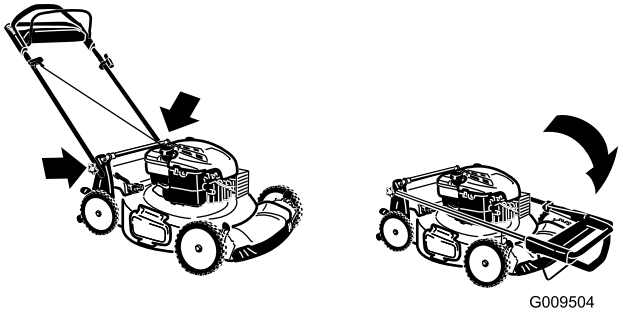

Figura 31
3. Pliegue hacia adelante la sección superior del manillar (ver Figura 31).